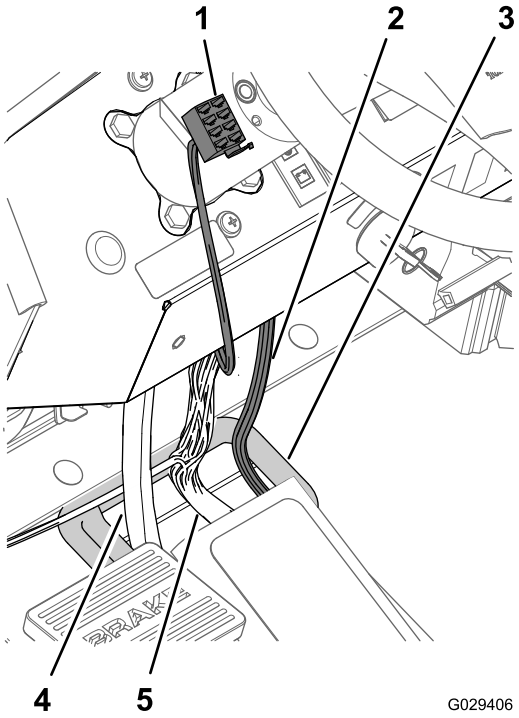

Figur 15
4. Dra kontakten med åtta uttag på änden av den 240 cm långa instrumentbrädsdelen över instrumentbrädan och till vänster om rattstången (Figur 15).